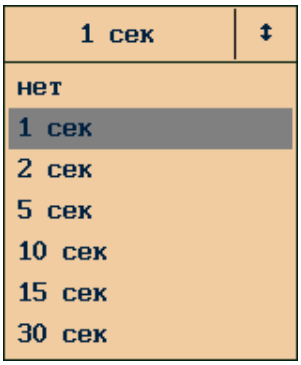

Рисунок 25 – Всплывающий список
5.1.2 Всплывающий список – элемент позволяющий выбрать один вариант из нескольких предложенных, рисунок 25